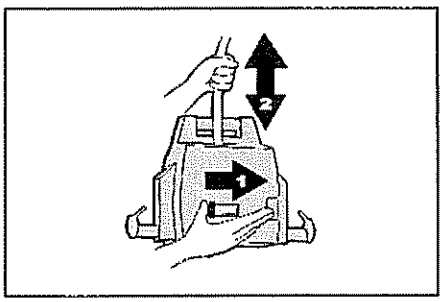

Figure 1
b. The other way to unwind the strap is to use the Quick-Release. Push the knob (1) and pull the strap out of the lift (2) (Figure 1).
14. Unhook the lift from the trolley in the rail and use the Quick-Release to shorten the strap. To do so, push the knob (1) and hold the strap while it winds itself into the lift (2) (Figure 1).